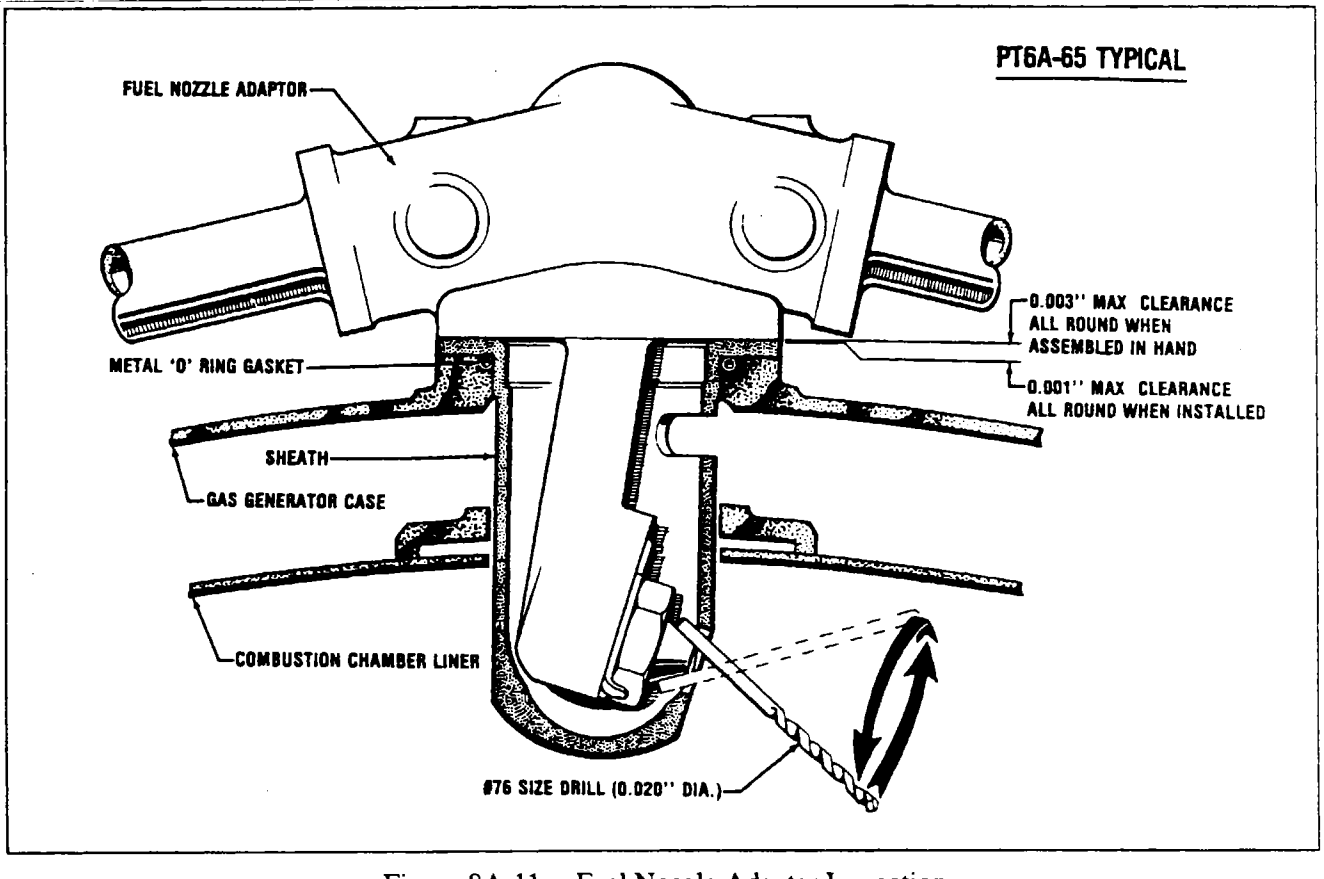

Figure 8A-11a. Fuel Nozzle Adapter Inspection
8A-75. FUEL CONTROL PNEUMATIC (P3) FILTER MAINTENANCE. The P3 filter is an inline type filter located in the Px line just aft of the rear fire seal. (Refer to Figure 8A-6, Item 15.) The filter should be removed and inspected for contamination at 100-hour intervals and replaced if necessary. A new filter should be installed every 1000 hours. Do not attempt to clean this filter with solvent (refer to the latest revision of Pratt and Whitney Field Note #872).
8A-77. FUNCTIONAL CHECK OF FUEL MANIFOLD ASSEMBLIES. Fuel nozzles may be tested alone or in their adapters, using the Pratt and Whitney Aircraft of Canada Ltd. test rig P/N CPWA30506 or by fabricating a test rig locally from information supplied with this text. (Refer to Figure 8A-12.)
b. Fill the tank (1) approximately 3/4 full with clean fuel and close the filler valve (6) and replace the plug (11).
c. Install a fuel nozzle with or without its adapter using a mounting bracket if desired. Refer to Figure 8A-12 for view of mounting bracket.
d. Set the regulator to obtain 12.5 psig on the pressure gauge (19).
e. Holding the plug (23) against the transfer tube and nozzle adapter (if no bracket is used), gradually open the outlet valve (20).